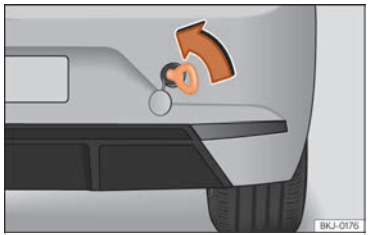

Fig. 159 En el lado derecho del paragolpes trasero: argolla de remolque enroscada.
- Enrosque la argolla de remolque en el alojamiento girándola al máximo **en el sentido contrario al de las agujas del reloj** ››› fig. 159 , ››› pág. 269. Utilice un objeto adecuado con el que pueda enroscar completa y firmemente la argolla de remolque en su alojamiento.